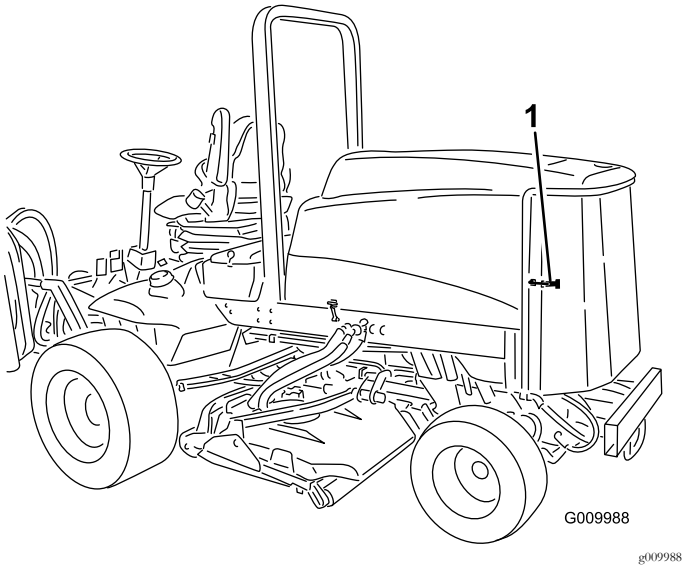

Figur 62
1. Frigör och sväng upp bakpanelen (Figur 62).